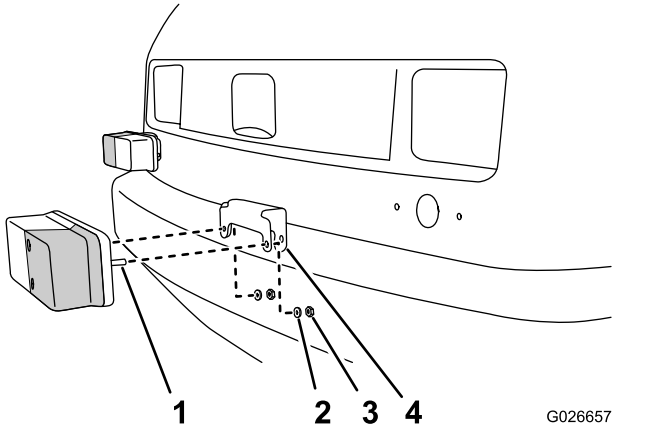

Figure 5
2. Poussez le support sur les goujons de l'éclairage (Figure 5).